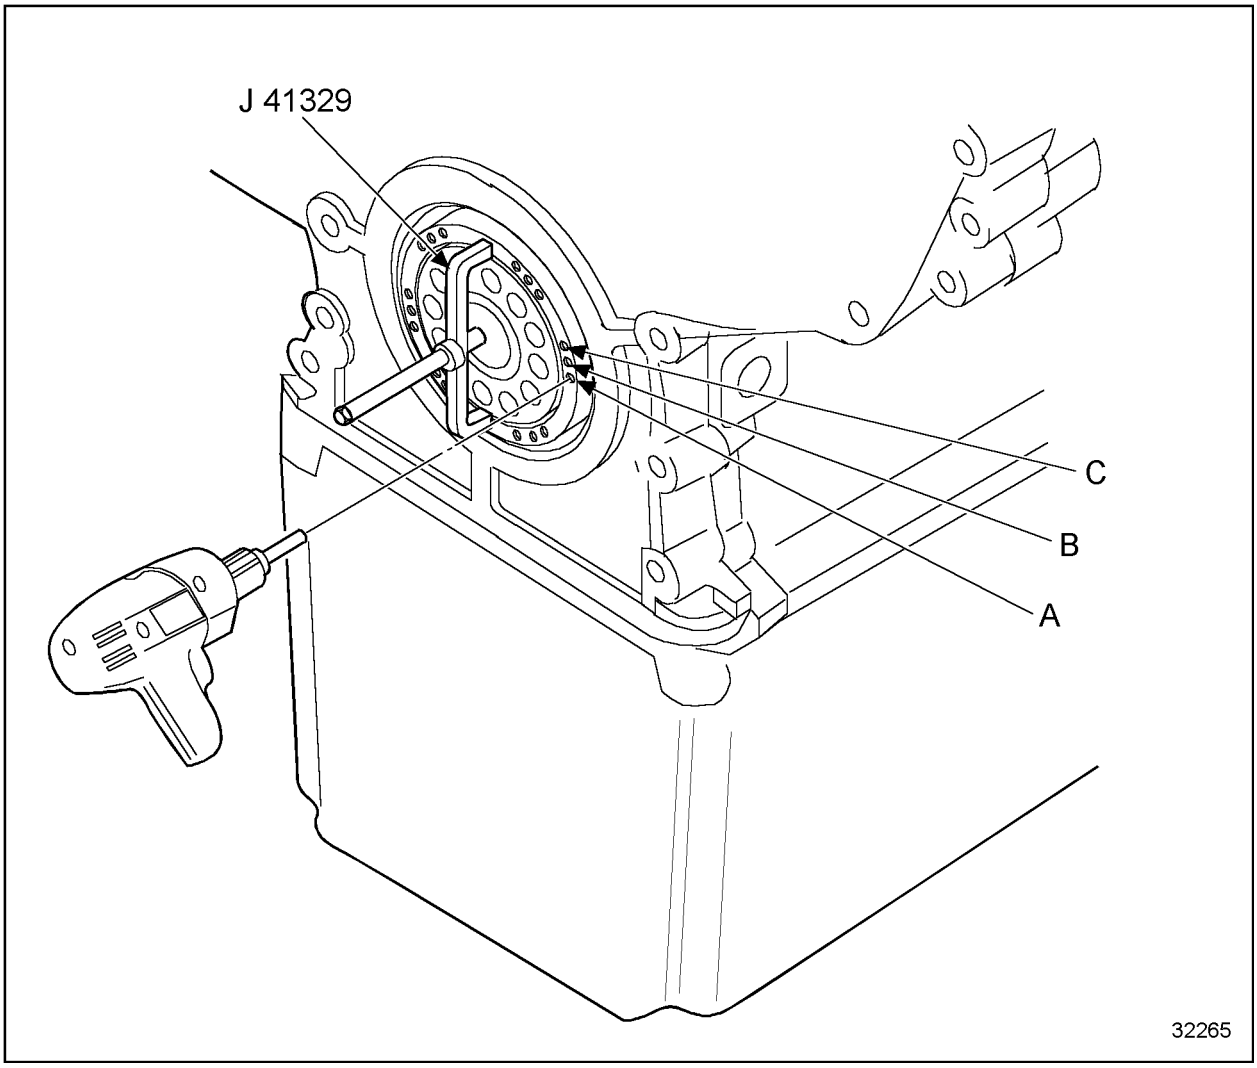

Figure 1-138 Removing Front Crankshaft Oil Seal from Gear Case Cover
1. Install puller, J 41329 part of J 35993, over crankshaft and hold against seal. See Figure 1-138.